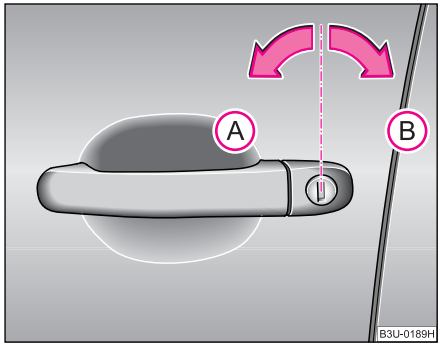

Fig. 22 Poziţiile cheii pentru încuiere şi descuiere
– Rotiţi cheia în încuietoarea uşii conducătorului auto în poziţie de descuiere (A) ⇒ fig. 22 spre stânga.
– Rotiţi cheia în încuietoarea uşii conducătorului auto în poziţie de încuiere (B) spre dreapta ⇒ fig. 22.